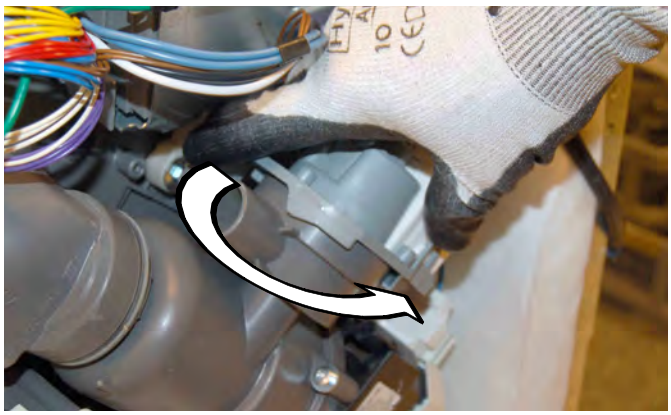

Figure 2
3. Rotate the drain pump 1/4 turn counterclockwise, (see Figure 2).